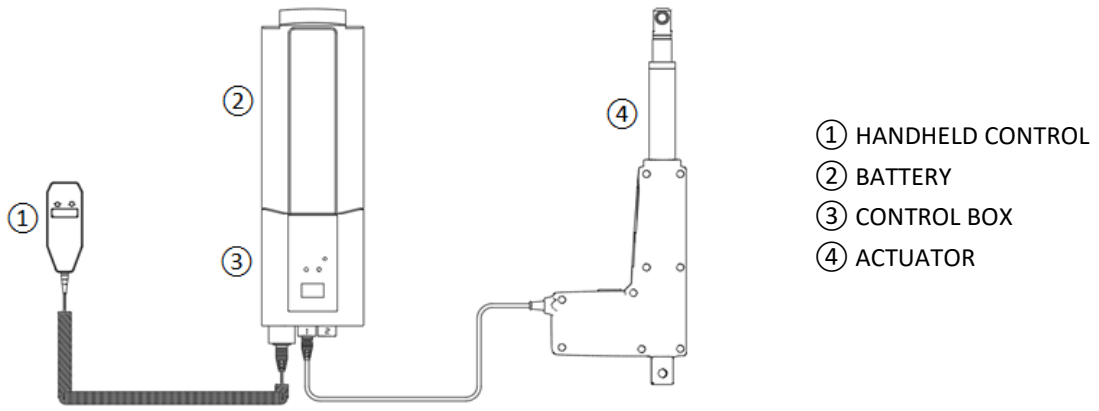

FIG. 23
8.1 Connect the actuator cord ④ to control box ③ by inserting the jack into the location shown (FIG. 23).
9.1.1 Should you need to re-connect, insert the round, 8-pin plug on handheld control ① by aligning its guide with the groove on the control box ③, into the location shown (FIG. 23).